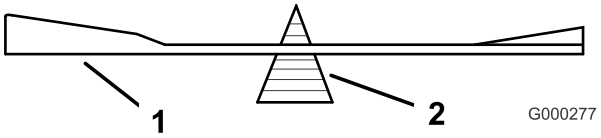
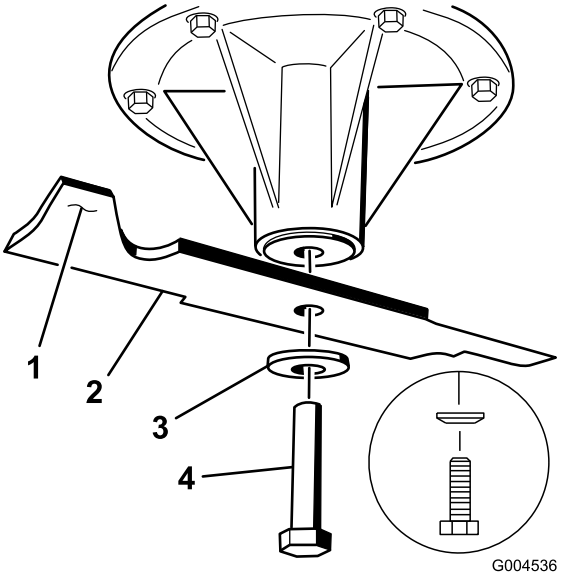

**Figur 94**
**Figur 95**
2. Kontroller skæreknivens balance ved at placere den på en afbalanceringsenhed (Figur 94). Hvis skærekniven forbliver i en vandret position, er skærekniven afbalanceret og kan benyttes. Hvis skærekniven ikke er afbalanceret, skal der slibes lidt mere metal af enden af sejlområdet (Figur 95). Gentag denne procedure, indtil skærekniven er afbalanceret.
1. Monter skærekniven på spindelakslen (Figur 95).
2. Monter fjederskiven og skæreknivsbolten. Fjederskivens konus skal installeres mod boltens hoved (Figur 95). Tilspænd skæreknivsbolten med et moment på 115–149 Nm.